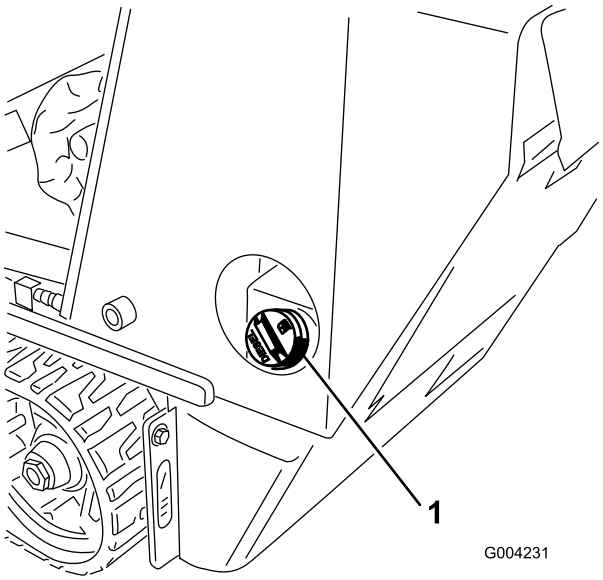

**Figur 15**
1. Ta bort tanklocket (Figur 15).